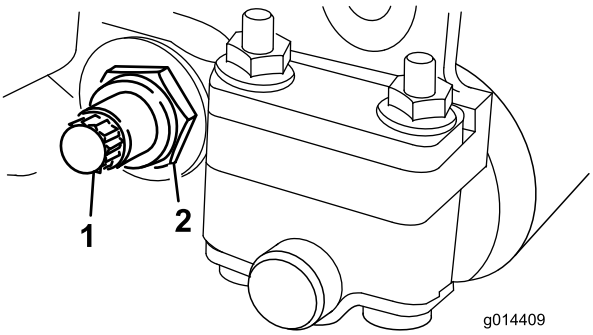
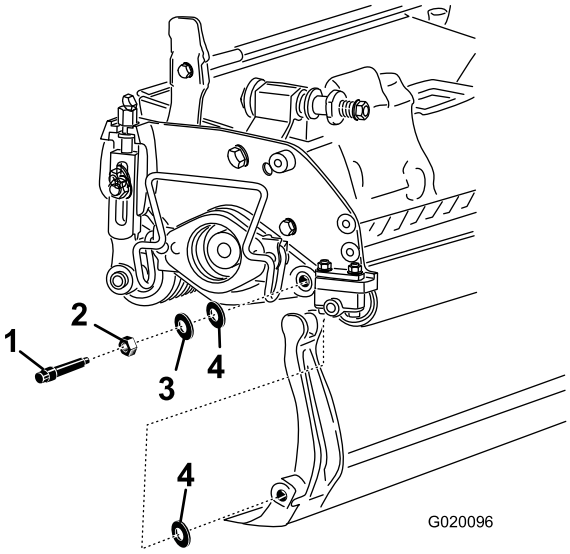

Rysunek 14
Rysunek 15
3. Poluzuj nakrętkę zabezpieczającą mocującą śrubę listwy noża dolnego po każdej stronie maszyny (Rysunek 14).
4. Zdemontuj każdą śrubę listwy noża dolnego, umożliwiając tym samym demontaż listwy noża dolnego z trzpienia maszyny (Rysunek 14). Pozostaw dwie nylonowe podkładki i jedną stalową tłoczoną podkładkę na każdym końcu listwy noża dolnego (Rysunek 15).
2. Zamocuj listwę noża dolnego do każdej płyty bocznej za pomocą 2 śrub listwy noża dolnego, nakrętek zabezpieczających (nakrętki na śrubach) i 6 podkładek. Załóż podkładkę nylonową na każdej stronie wypukłości płyty bocznej. Podkładkę stalową umieść na zewnątrz każdej z zewnętrznych podkładek nylonowych (Rysunek 15).
4. Dokręć równomiernie nakrętki zabezpieczające po obu stronach, aż zewnętrznych podkładek stalowych nie da się obrócić ręką (Rysunek 15).